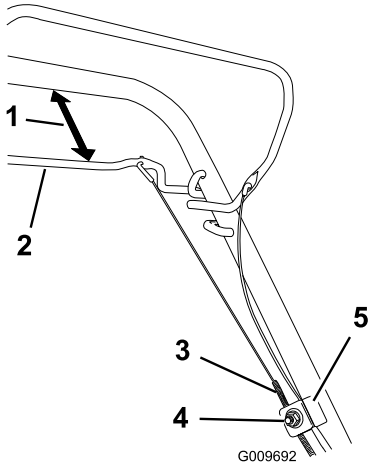

Figur 27
1. Lossa muttern som håller fast kabeln (Figur 27).
2. Håll självdrivningsstången 25–38 mm från handtaget (Figur 27).
3. Dra nedåt (mot klipparen) tills kabeln är sträckt (Figur 27).